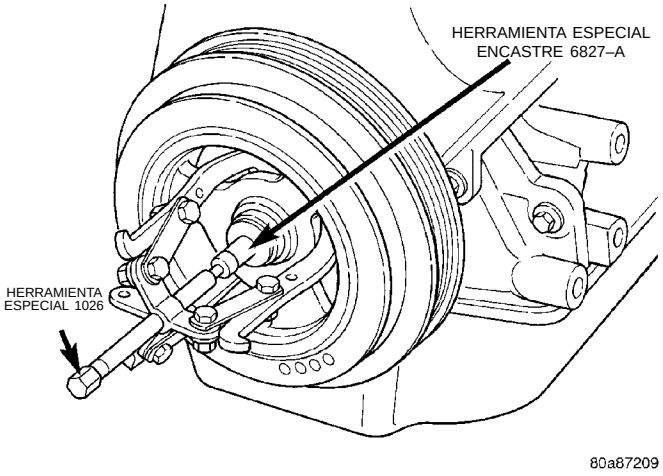
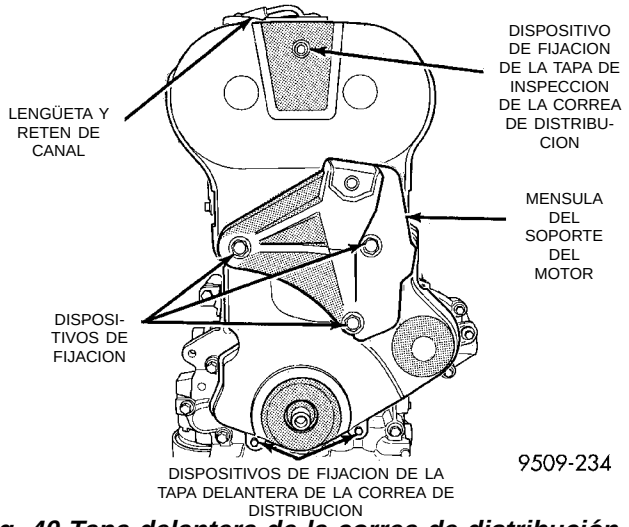

Fig. 39 Amortiguador de cigüeñal—Desmontaje
Fig. 40 Tapa delantera de la correa de distribución
(3) Retire el perno del amortiguador del cigüeñal. Retire el amortiguador con la Herramienta especial 1026 y el encastre 6827–A o equivalente (Fig. 39).
(4) Baje el vehículo y coloque un gato debajo del motor.
(5) Retire el soporte derecho del motor. Consulte el procedimiento descrito en esta sección.
(6) Retire la ménsula del soporte derecho del motor (Fig. 40)
(7) Retire los dispositivos de fijación de la tapa de la correa de distribución y desmonte la tapa (Fig. 40).